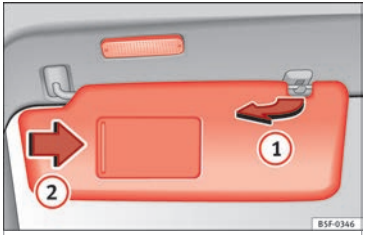

Fig. 63 Sun visor
- The sun visor can be pulled out of its mounting and turned towards the door ››› Fig. 63 (1).
There may be a vanity mirror, with a cover, on the rear of the sun visor. When the cover is opened ››› Fig. 63 (2) a light comes on.